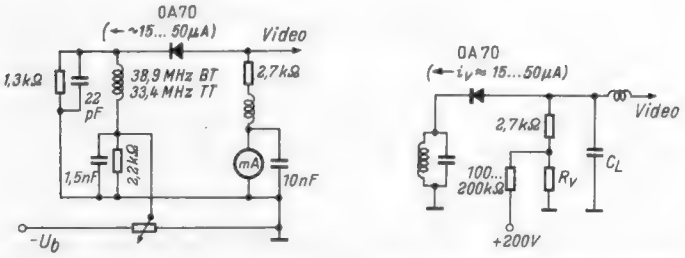

Bild 4. Video-Gleichrichter mit Vorspannungen zum Verlagern des Kennlinienknicks
4. Die Verstärkung der Video-Endröhre sollte nicht zu groß gewählt werden. Aus *Bild 4 ist* ersichtlich, daß durch eine auf verschiedene Art leicht einzuspeisende und nicht sehr kritische positive Spannung von 100...400 mV der Knickpunkt nach links verschoben werden kann $I_D \approx$ 15...50 µH. Gleichzeitig steigt der Wirkungsgrad η. Dies macht sich jedoch dann nur wenig bemerkbar, wenn der Zf-Kreis, an den die Diode angeschlossen ist, nicht sehr stark bedämpft ist, da durch Verschiebung des Dioden-Arbeitswiderstandes in den Durchlaßbereich die Dämpfung etwas steigt. Ermittelt man unter Berücksichtigung der Punkte 1 bis 4 nun nochmals den Zf-Spannungswert für minimalen Kontrast, dann ergeben sich folgende Werte: